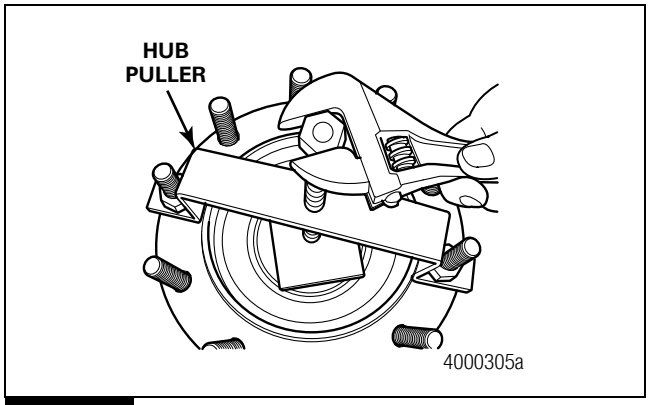

Figure 6.60
3. Use a wrench and the hub puller to install the hubcap into the hub unit. Figure 6.60.